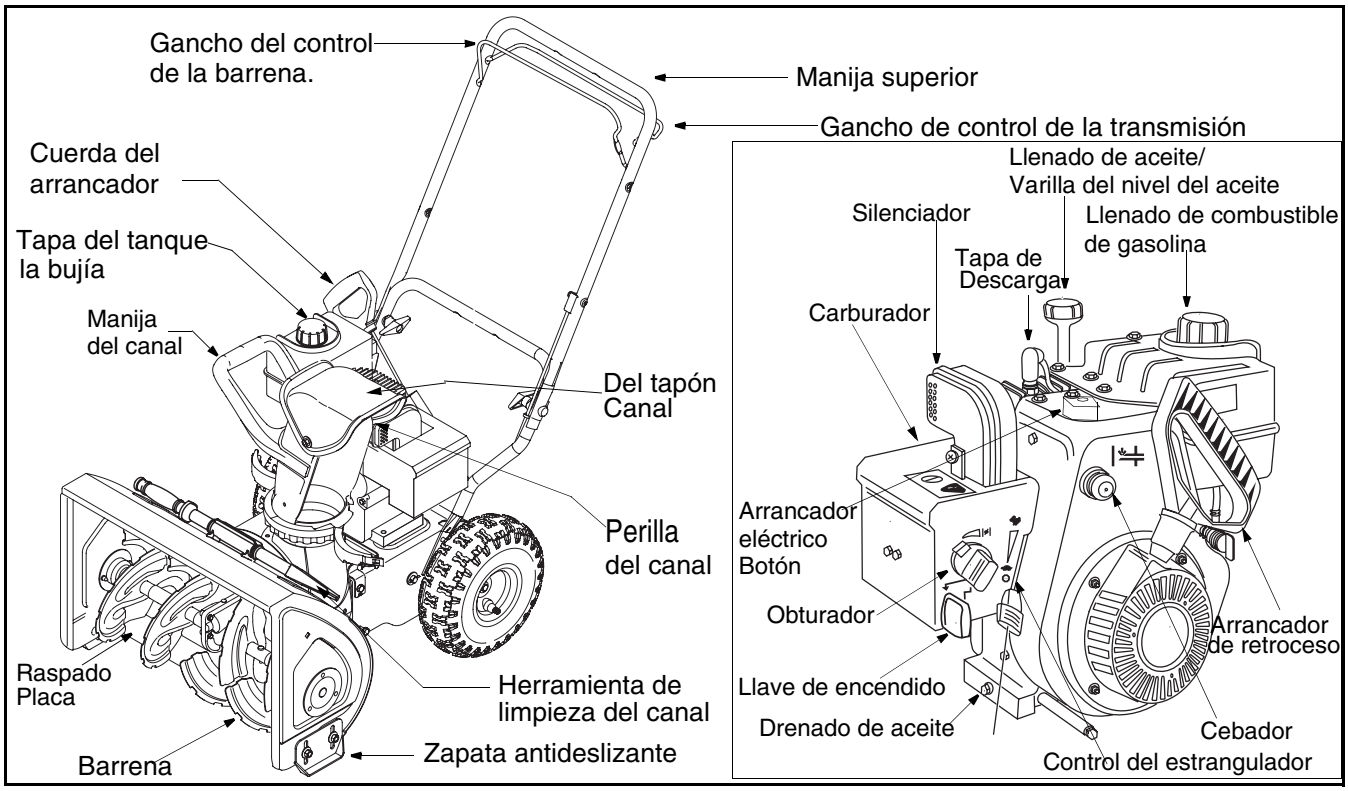

Figura 6
Se puede ajustar el espacio que existe entre la placa de raspado y el suelo. Refiera al Figura 6 para la localización. Si desea quitar nieve al ras del suelo, coloque las zapatas antideslizantes en la posición baja. Use las posiciones media o alta cuando la superficie que desea limpiar sea despareja.
(Ver Figura 6)
1. Saque la varilla del nivel de aceite del orificio de llenado de aceite. Por la ubicación del orificio de llenado de aceite, consulte Figura 6.
- Para ubicar todos los controles del motor en esta sección, ver la sección de inserción Figura 6 .